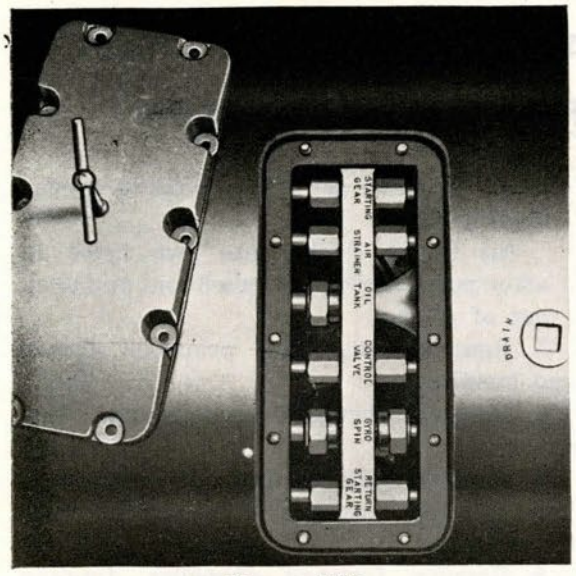

Figure 158
2. Remove pipes connected to forward nipples on manifold (Fig. 158):